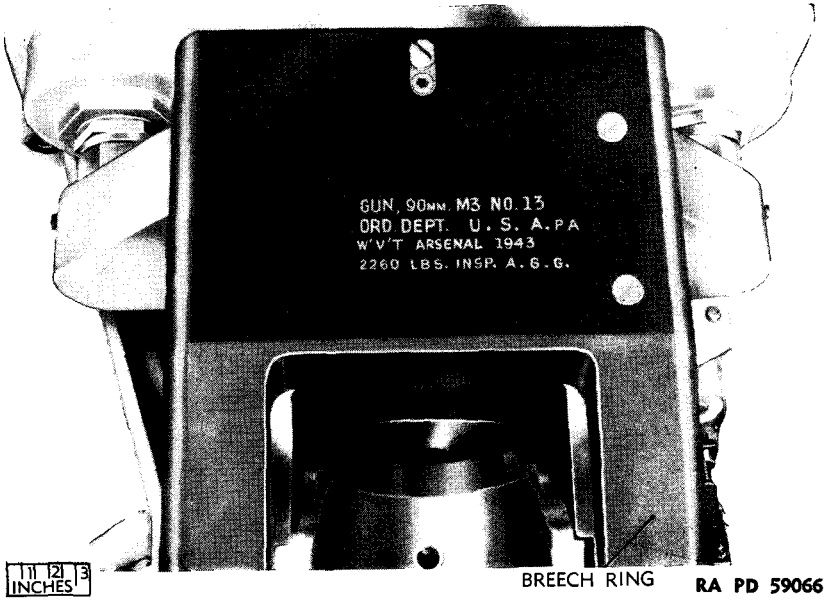

Figure 5 — Gun Markings on Breech Ring
a. The 90-mm Gun M3 is the 90-mm Gun M1 with the following modifications: the elimination of side rails for sliding support of the gun and carriage, and provision of a cylindrical surface on the tube for that purpose; and the addition of a handle for manual opening of the breech (fig. 3). The markings for gun are located on the top of the breech ring (fig. 5).